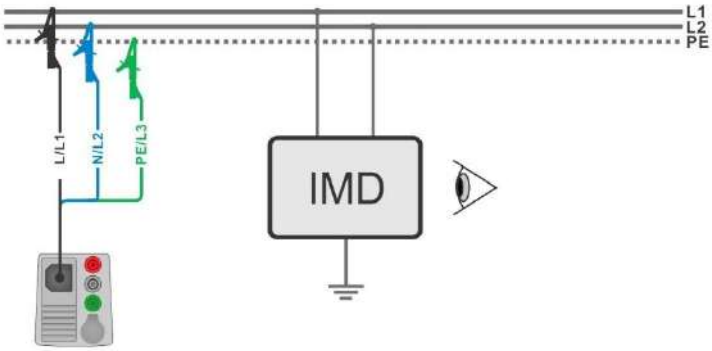

Figure 7.116: Connection with 3-wire test lead
- Connect 3-wire test lead to the object under test, see ***Figure 7.116***.